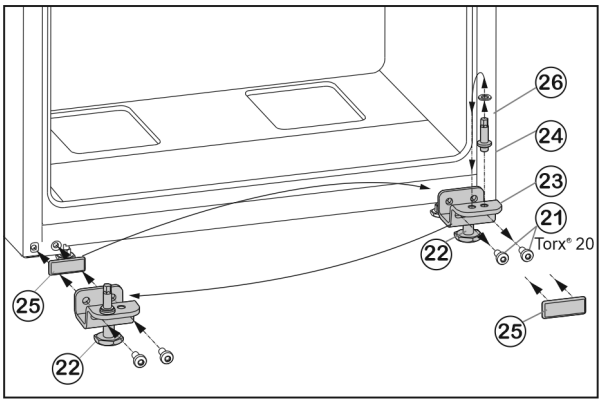

Fig. 7
- ▶ Deșurubați șuruburile de fixare *Fig. 7 (21)*.
- ▶ Scoateți suportul lagărului inferior *Fig. 7 (23)* complet cu bolțul suportului *Fig. 7 (24)*, șaiba *Fig. 7 (26)* și piciorul reglabil *Fig. 7 (22)*.
- ▶ Deșurubați bolțul suportului *Fig. 7 (24)* complet cu șaiba *Fig. 7 (26)*, montați-o invers în orificiul de preluare a suportului lagărului și strângeți din nou ferm.
- ▶ Scoateți cu precauție placa de mascare *Fig. 7 (25)* și instalați-o pe partea opusă.
- ▶ Înșurubați din nou ferm suportul lagărului inferior *Fig. 7 (23)* complet cu bolțul suportului *Fig. 7 (24)*, șaiba *Fig. 7 (26)* și piciorul reglabil *Fig. 7 (22)* pe noua parte a șarnierei, după caz cu ajutorul unei mașini de înșurubat **(cu 4 Nm)**.
- ▶ Așezați ușa inferioară de sus pe bolțul lagărului *Fig. 7 (24)*.
- ▶ Deșurubați piciorul reglabil *Fig. 7 (22)* de la suportul lagărului inferior *Fig. 7 (23)*, până când acesta se așează pe sol.